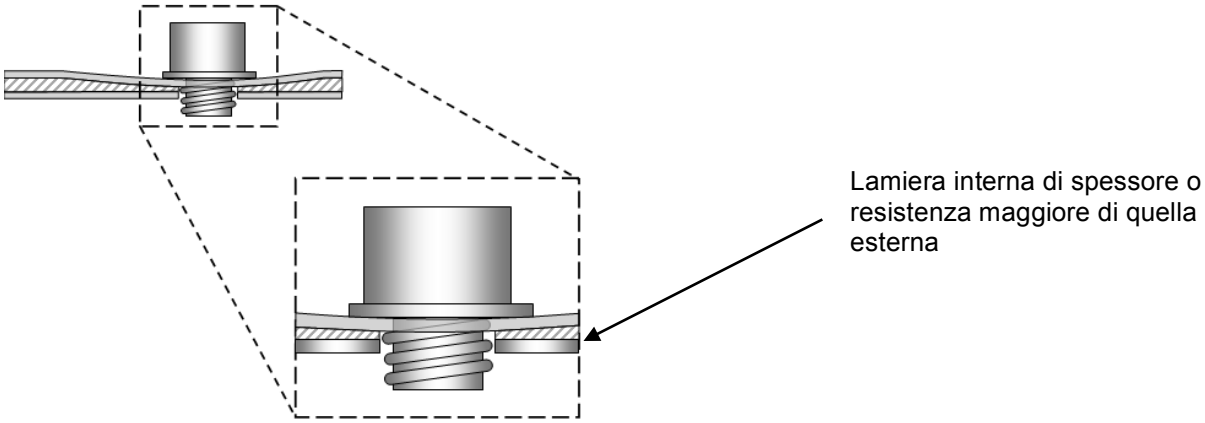
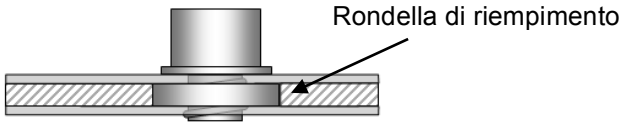
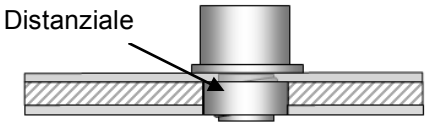

Fig. 12
Fig.13
Fig.14
Inoltre se in corrispondenza dei fori c'è una doppia lamiera interna con eccessivo interstizio, al fine di evitare la pericolosa deformazione della lamiera che si manifesta con il ritiro della lamiera esterna del portellone e la conseguente visibile ammaccatura (fig.12), nel caso in cui non sia possibile un'altra posizione del lucchetto (dove non ci sono appunto doppie lamiere) e nel caso in cui non si possa distanziare la lamiera interna piegandola, si consiglia per il fissaggio dei perni di utilizzare una delle due soluzioni sotto rappresentate: (A) rondella di spessoramento (non in dotazione) applicata dall'interno e posizionata tra le due lamiere (fig.13) o (B) distanziale (non in dotazione) applicato esternamente in una lamatura praticata nella lamiera. La lamatura deve essere di un diametro che non ecceda l'ingombro massimo della corazza, affinchè la stessa possa nascondere il foro lamato (fig.14).